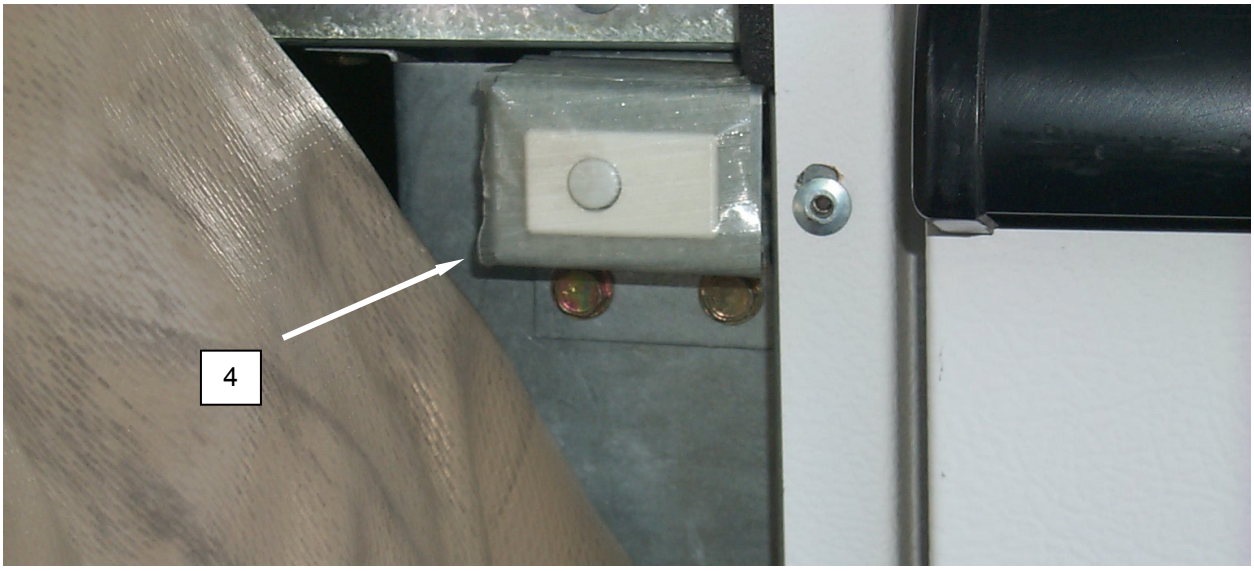

Figure 4. Tape the Switches for Full Packout.
8. Apply tape to the lint compartment switches **(Figure 4, Item 4)** on the dryers in order to prevent damage to the switch plungers.